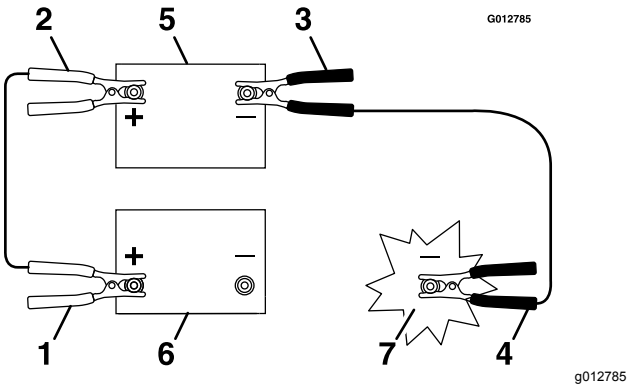

Figura 64
3. Conecte el cable positivo (+) al borne positivo (+) de la batería descargada que está conectado al motor de arranque o al solenoide, según se indica en Figura 64.